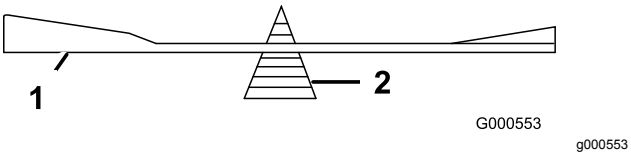

Figur 118
2. Kontrollera knivens balans med en knivbalanserare (Figur 118).